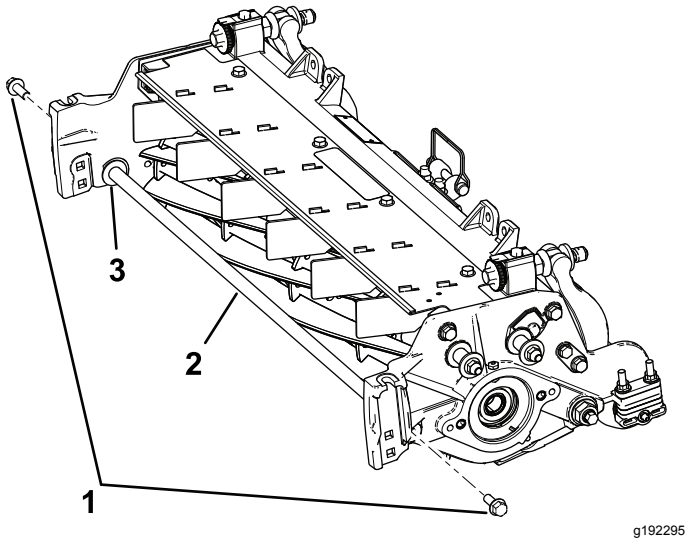

Figura 5
9. Rimuovete i 2 bulloni a testa flangiata e le rondelle che fissano l'asta di sostegno e rimuovete l'asta di sostegno (Figura 5).